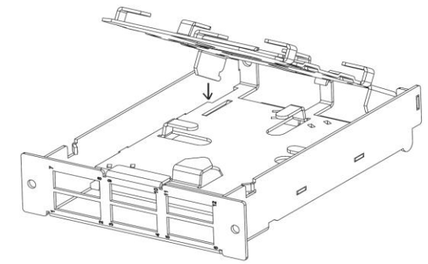

Figure 9
4.4 Insérer le plateau dans la base en plaçant les pattes arrière dans les fentes de cette dernière, puis en abaissant la partie avant (figures 9 et 10).